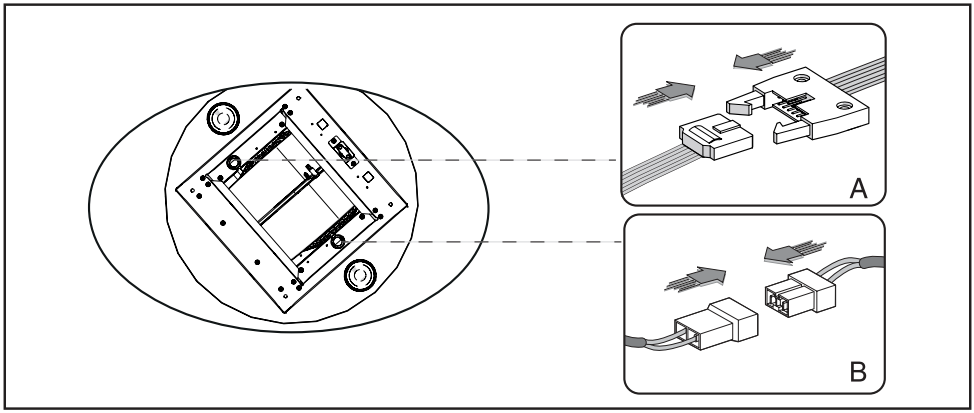

Fig.14
6. Realice las conexiones eléctricas entre el cuerpo de la campana y el grupo motor **(Fig.14 A y B).**